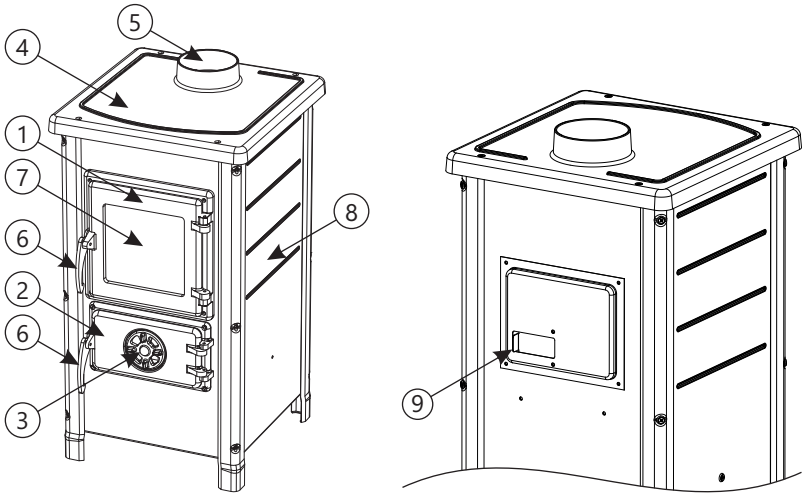

Abbildung 1
- Auf der Abbildung 1 ist das Aussehen des Kaminofens mit den für die Benutzung wichtigen Bestandteilen dargestellt.
Bestandteile des Kaminofens (Abbildung 1, Seite 4):